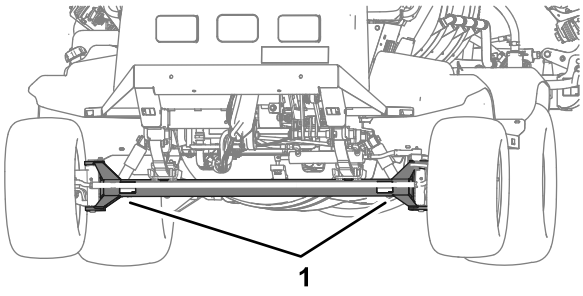
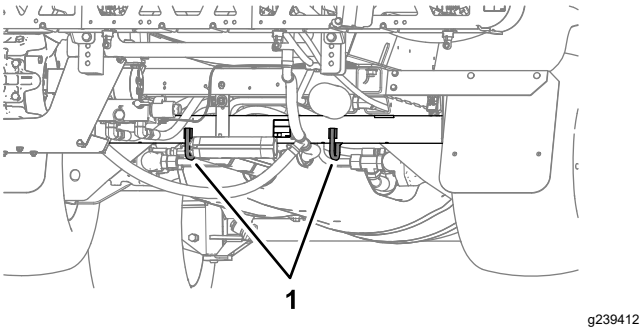

Figura 58
Figura 59
- Prenda bem a máquina ao veículo de transporte; Figura 58 e Figura 59 ilustram os pontos de fixação da máquina.